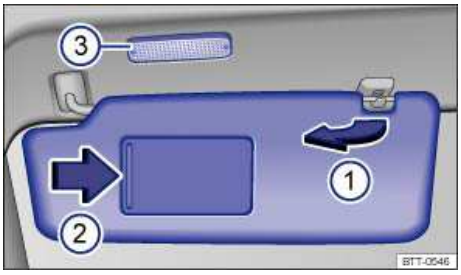

**Fig. 87** In the headliner: Sun visor.
- Lift it out of the retaining clip ⇒ fig. 87 (1) and swivel it over toward the door.